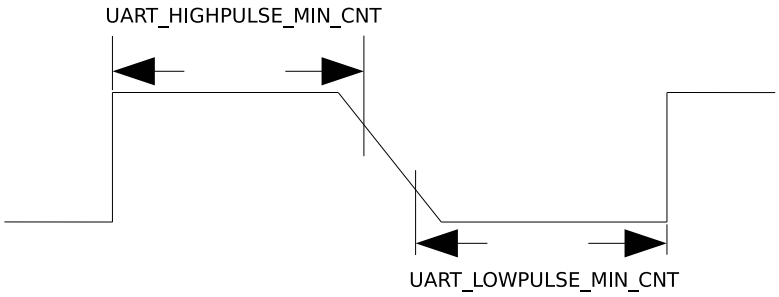

图 27-3. UART 信号下降沿较差时序图
2. 对于 UART 信号的下降沿信号比较差的情况，如图27-3所示，这时通过取 UART_LOWPULSE_MIN_CNT 与 UART_HIGHPULSE_MIN_CNT 的和平均得到的值不准确，可以通过 UART_POSEDGE_MIN_CNT 获取发送方波特率。计算公式如下：